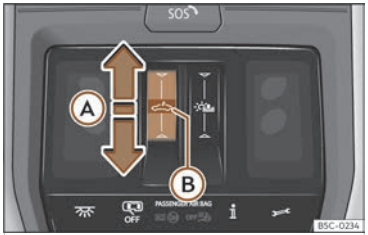

Fig. 90 On the headliner: glass roof button.
- Automatic movement: slide your finger back over the functional area ››› **Fig. 90** Ⓐ.
- Before approx. 5 seconds after activation of the anti-trap function, slide your finger forward over the functional area ››› **Fig. 90** Ⓐ and keep pressed until the sunroof is fully closed.